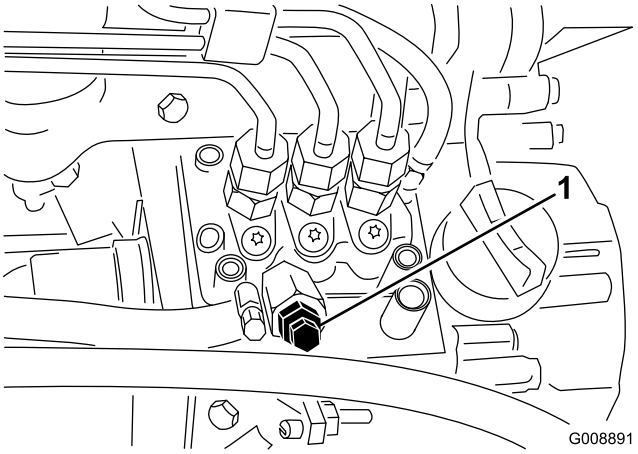

**Figur 41**
3. Åpne lufteskruen på pumpen for drivstoffinnsprøyting (Figur 41).